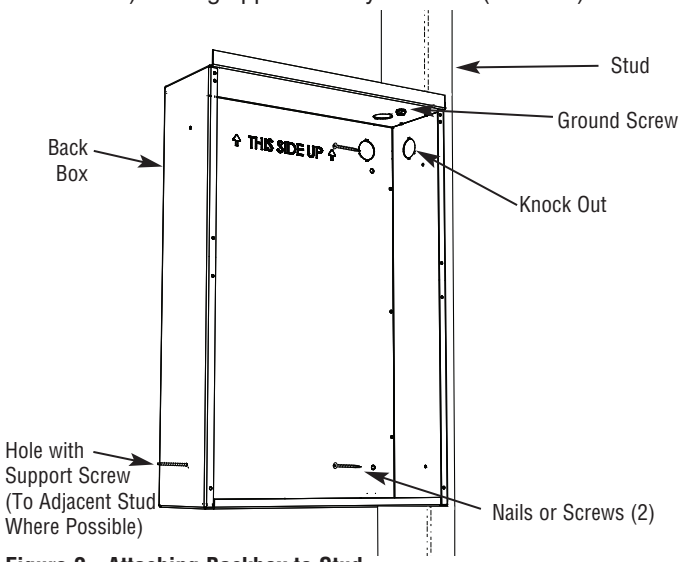

Figure 2 - Attaching Backbox to Stud
1. In new construction without the finished wall in place, position the back box against the side of stud allowing the side to extend beyond the stud so it will be flush with the finished wall surface. (You must know the thickness of the finished wall when installing) Secure the box to the stud using two screws (not included) as shown in Figure 2.
a. When possible, install an additional long screw (such as a 3" wood screw) through the lower side mounting hole into the nearest stud (see Figure 2). Use care and do not overtighten the screw as this will deform the backbox and make installation of the heater assembly difficult or impossible. Screw should only be tightened enough to keep screw in place.
b. Drill a small hole in back box flush with the inside surface of the finished wall and install a screw (length not critical, but should be at least 1 inch) see Figure 2.
1. Locate a stud and carefully mark and cut a hole measuring 12-1/2" (318 mm) wide by 17-3/4" (451 mm) high so one side of hole is along the edge of a stud – see Figure 2.
3. Fit back box into opening aligning sides of box flush with finished wall surface and secure box to stud using two screws (not included) as shown in Figure 2.
5. Insert one #8, three inch long wood screw (not provided) through the free side of the back box not mounted to the stud and secure in the lower ounting hole. This will prevent the baack box from pull out on the unsupported side when installing the heater assembly. Be careful not to drive the wood screw more than 3/8" into the stud. Too much would cause the back box to pull out of alignment. See Figure 2.